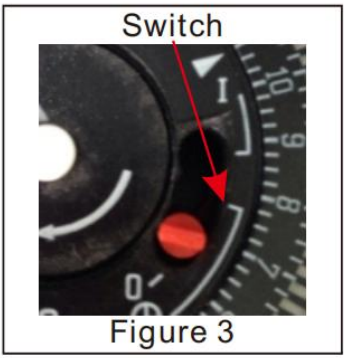

Figure 3
3. Appuyez sur l'interrupteur et placez-le sur la position ' ' (voir figure 3).